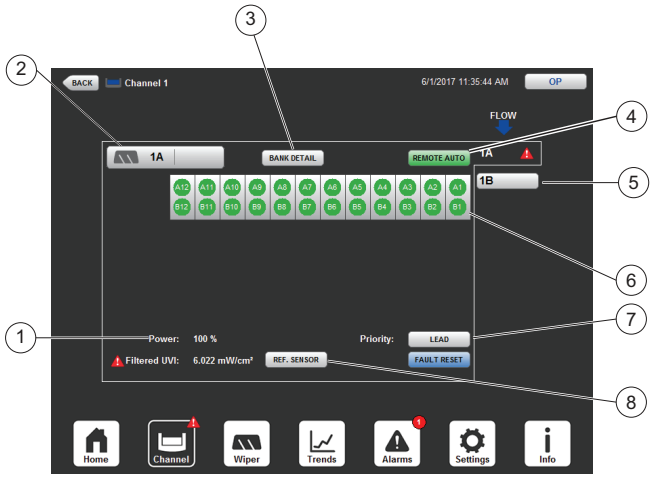

Figure 33 UV Bank Overview Screen
In the event of low water conditions, the following text “LOW WATER” will display beside the Bank Mode Button (Figure 33) in yellow (warning) or red (alarm) color.
In the event of the UV Bank not fully lifting down into the Bank Frame, the following text “NOT IN PLACE” will display beside the Bank Mode Button (Figure 33) in red (alarm) color.
1. Press the Bank Mode Button ⟶ REMOTE OFF or REMOTE ON or REMOTE AUTO (from the Remote Mode pane) (Figure 33, Item 4).
2. From Remote - Enable PDC Remote Control (Section 8.2.1) → At the HMI → Press the Bank Mode Button (Figure 33, Item 4) → REMOTE OFF.
1. Press the bank priority button (Figure 33, Item 7).